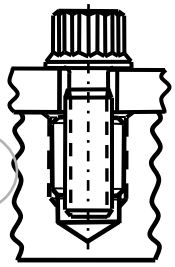

FIGURE 7 – BOLTS IN INSERTS AND SELF-LOCKING INSERTS
e) Bolts assembled into inserts or into self-locking inserts (see Figure 7)